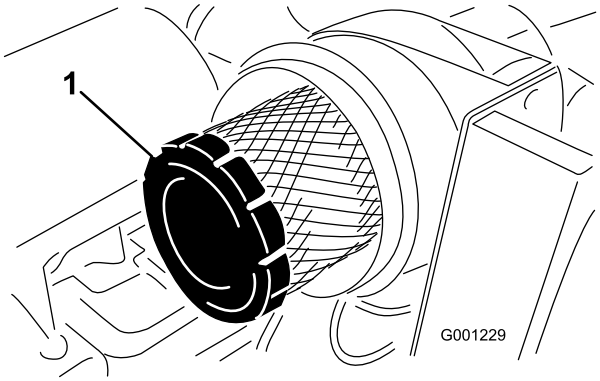

Figur 48
4. Ta ut og skift det primære filteret (Figur 48).